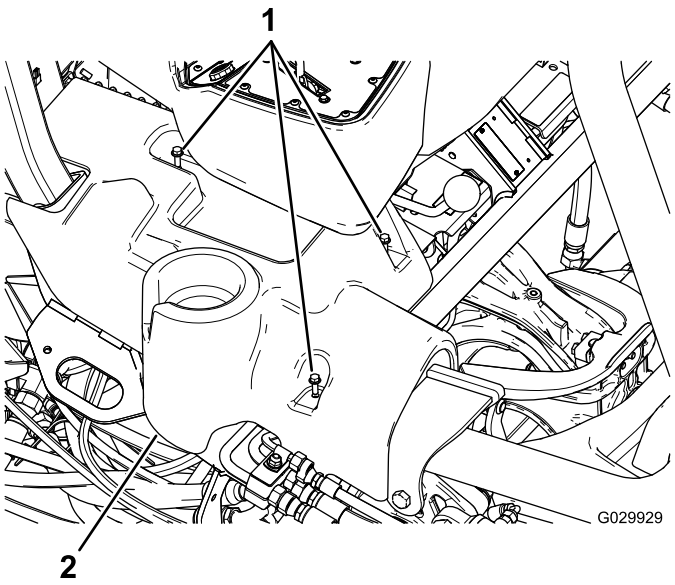

Figura 12
1. Allineate i fori dei bulloni nella nuova consolle di destra con i fori dei bulloni sulla macchina (Figura 12).